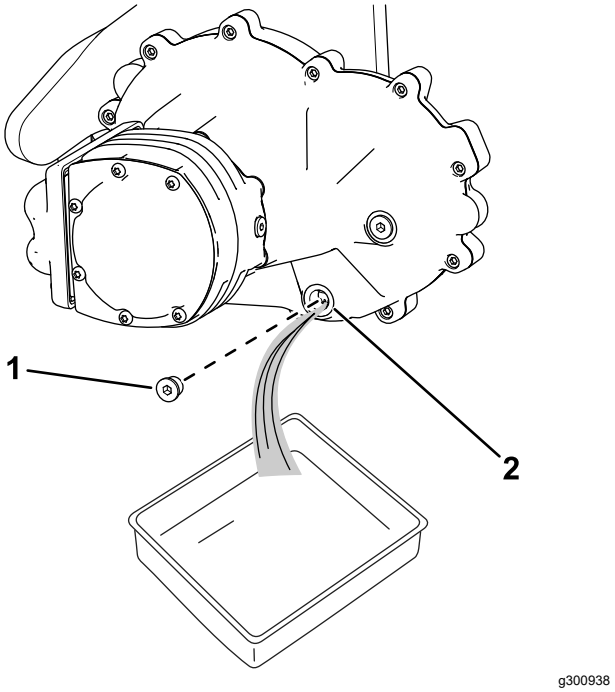

Figur 10
1. Placera ett avtappningskärl under hjulmotorn (Figur 10).
2. Ta bort pluggen från avtappningsöppningen (Figur 10).
5. Montera avtappningspluggen i avtappningsöppningen (Figur 10).